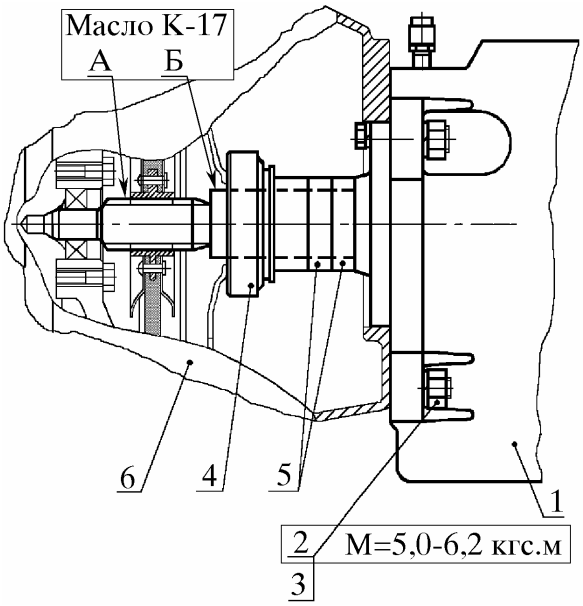

Рис. 28. Установка КПП:
1) гайки 2 (рис. 28) крепления КПП к картеру сцепления затянуть с моментом от 49 до 61 Н.м (5,0 - 6,2 кгс.м)